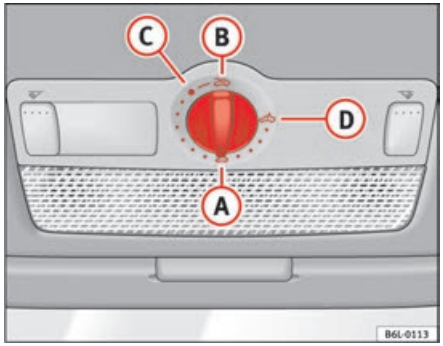

Fig. 55 Detail of the roof lining: rotary control for sliding sun roof/ deflector
If the sliding/tilting roof has been opened again by the roll-back function, it can be closed only by pressing the rotary button at the front in position (A) ⇒ fig. 55 until the sliding/tilting roof has closed fully. **Please note that the sunroof will now close without the roll-back function.**